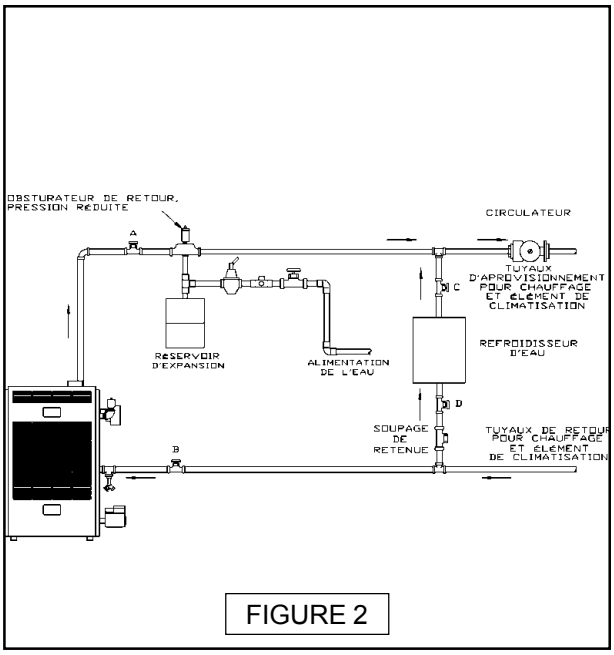

FIGURE 2
1. Faire les raccords de la tuyauterie pour l'approvionnement et le retour tel que suggéré à la figure 2 ci-dessous si la chaudière est utilisée avec un système de réfrigération: